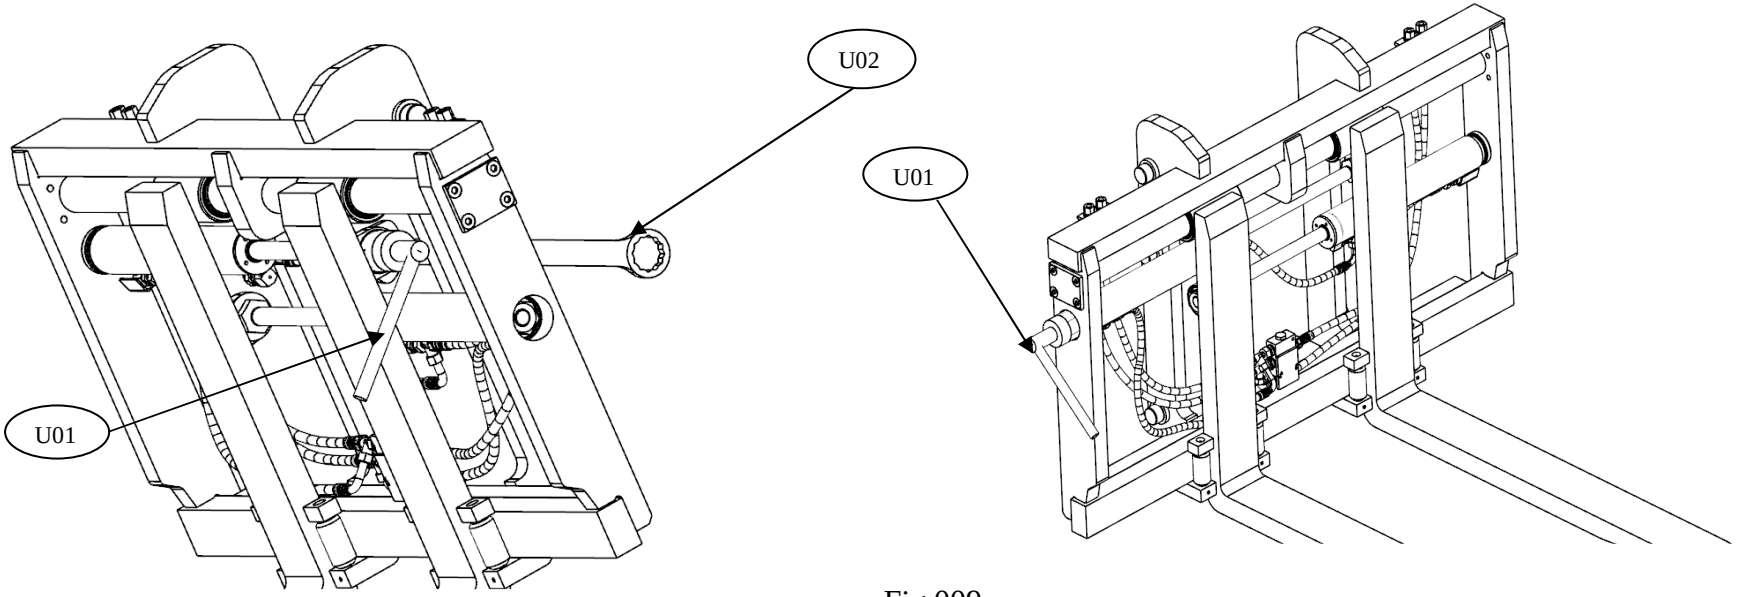

Fig 009
4.3.2 Disassembly of the fork shift right cylinder (Driver's view) (Fig.009)